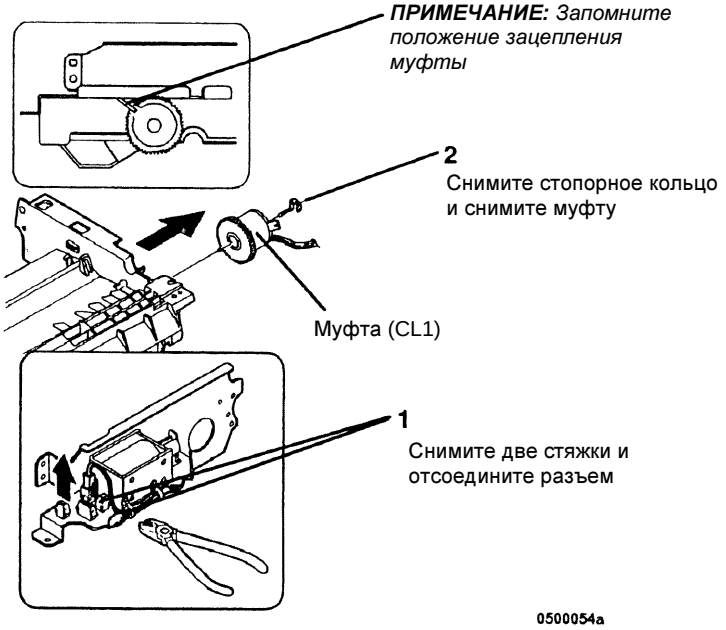

Рисунок 1 Снятие муфты DSDF (CL1)
3. (Рисунок 1): Снимите узел транспортера